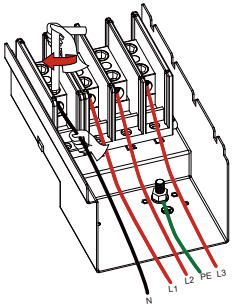
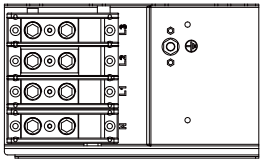

Figura 5.9 Cavo CA collegato al terminale
Figura 5.10 Serraggio del cavo di collegamento CA
2) Collegare il cavo attraverso la scatola di derivazione, il rivestimento impermeabile e inserirlo nel terminale (la figura 5.9 mostra la modalità di collegamento delle tre linee di fase collegate alla scatola di derivazione, il filo di terra avvitato sul guscio dell'inverter) e utilizzare un cacciavite esagonale per premere il cablaggio sul terminale di collegamento, come mostrato nella figura 5.10.